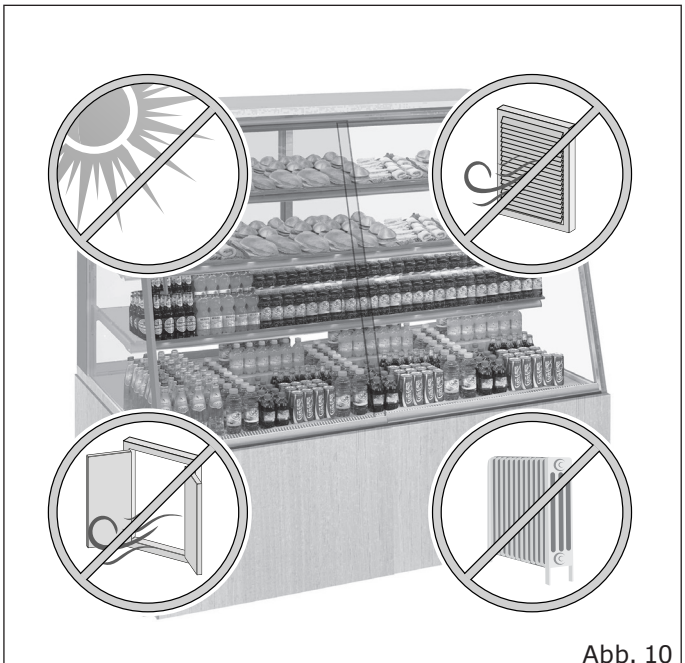

Abb. 10
- Es dürfen sich keine Wärmequellen, direkte Sonneneinstrahlung, Türen, Fenster, Ventilatoren oder Lüftungsöffnungen in der Nähe befinden ("Abb. 10").